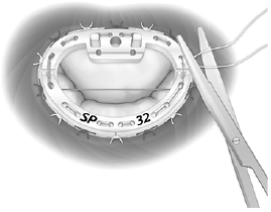

図 5
3) すべての縫合糸をリングの周囲でしっかりと結紮し、断端を短く切除処理する(図 5)。
4) すべての縫合糸をリングの周囲でしっかりと結紮し、断端を短く切除処理する(図 5)。